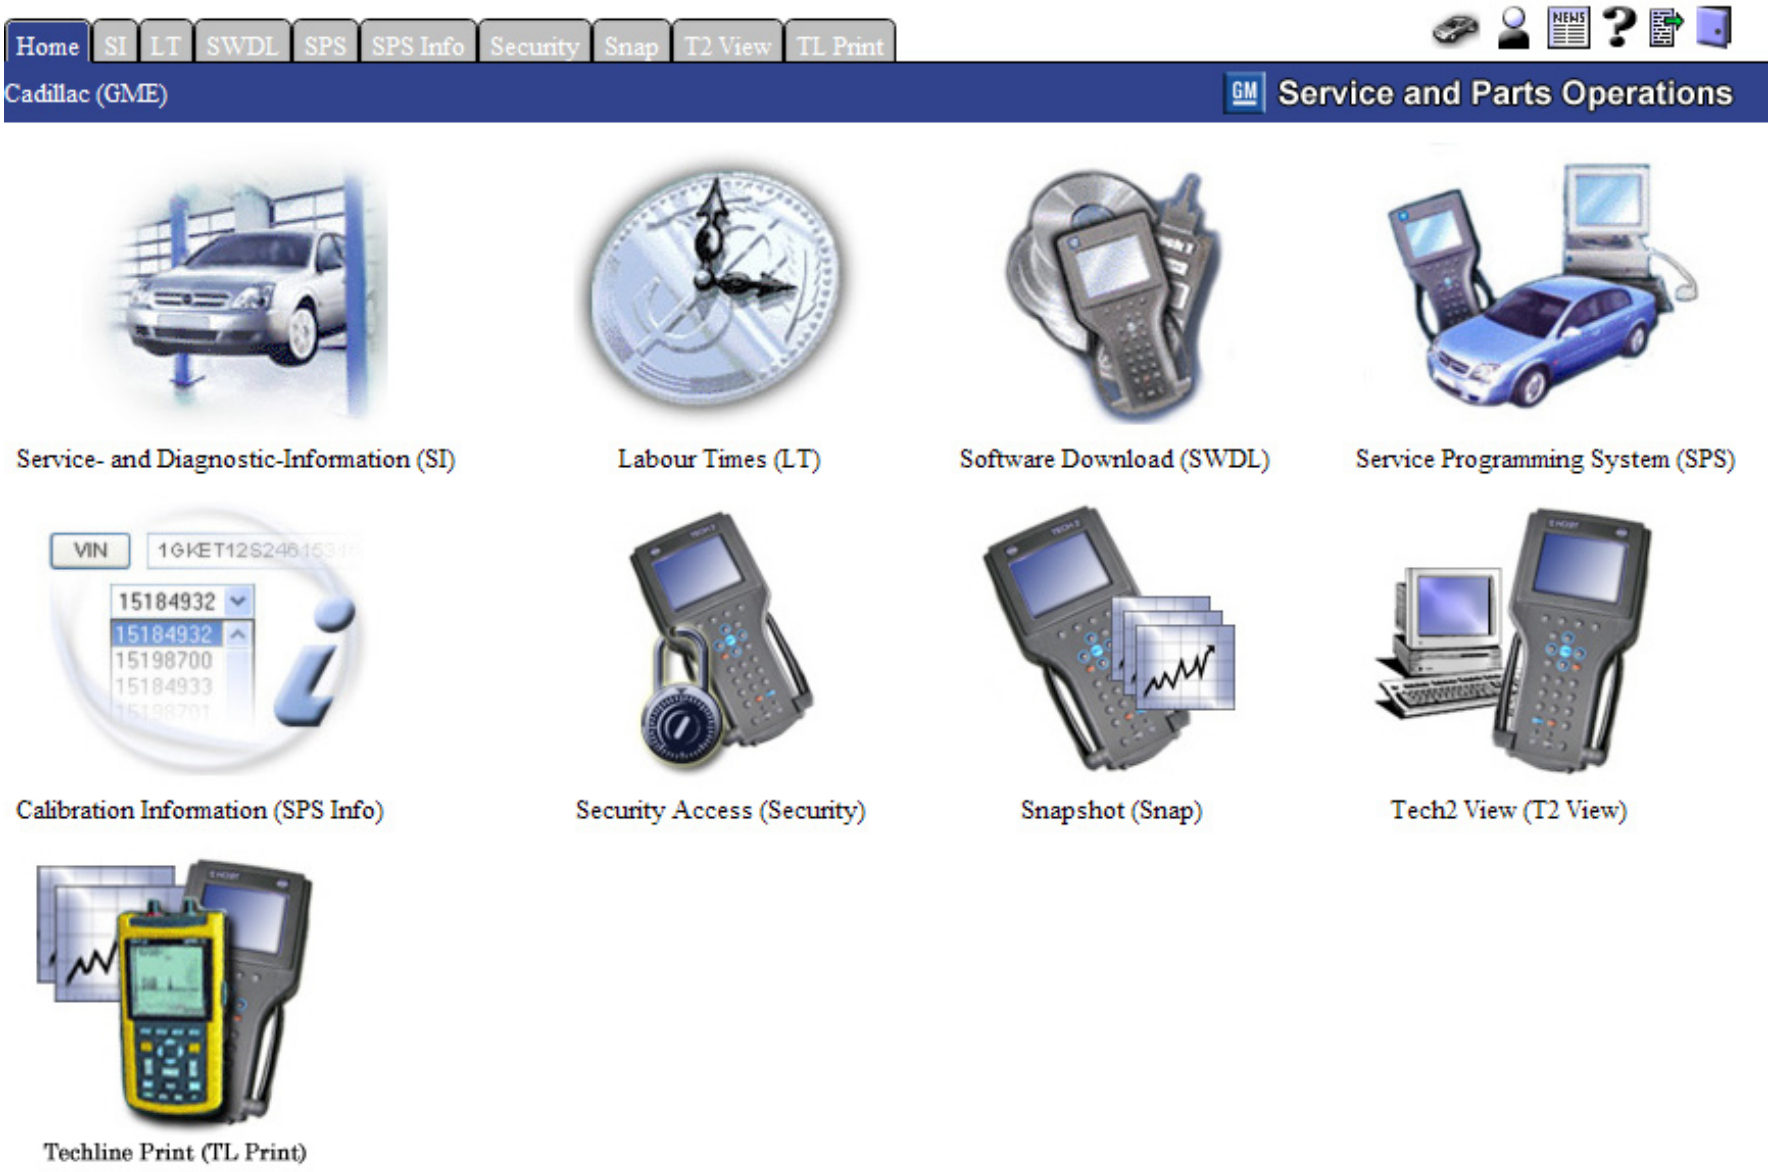

FIGURE IV-6.
3. Connect MDI to vehicle (Figure IV-4) and Display device (e.g. PDA, PC screen) (Figure IV-6):